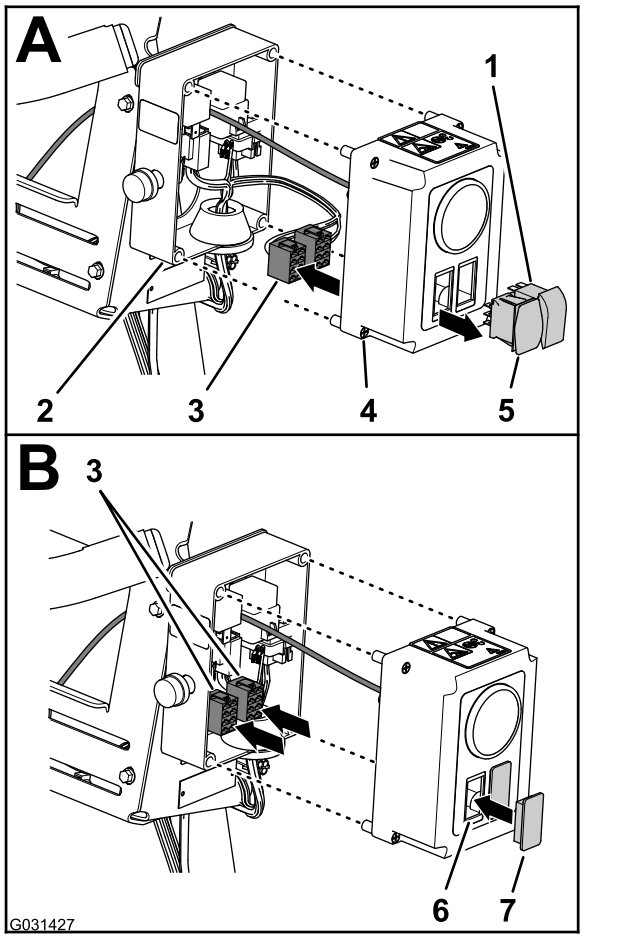
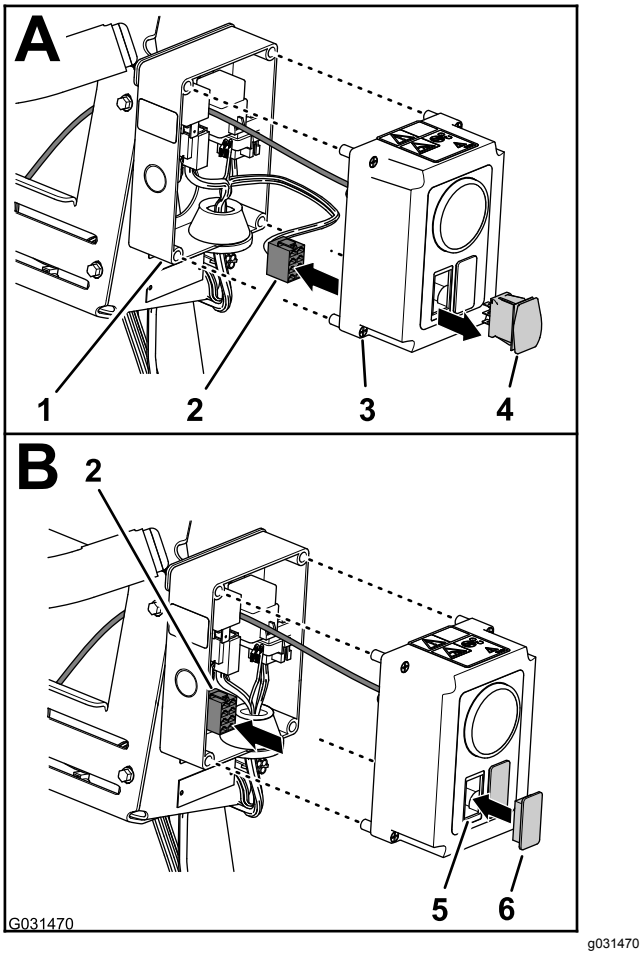

Figur 15
Figur 16
1. Ved kontrollboksen for elektrisk slangetrommelsett løsner du helt de fire dekselskruene som fester dekselet til bryterskapet og drar forsiktig ut dekselet (Figur 15).
A. Koble de to kontaktene (åtte sokler) for reléskapets ledningssats fra trykkontroll-bryteren og på/av-bryteren (Figur 15).
B. Før de to kontaktene (åtte sokler) inn i reléskapet (Figur 15).
C. Klem sammen låsetappene på de to bryterne og trykk bryterne ut av dekselet for reléskapet (Figur 15).
A. Koble kontakten med åtte sokler i ledningssatsen for reléskapet fra trykkontroll-bryteren (Figur 16).
B. Før kontakten med åtte sokler inn i reléskapet (Figur 16).
C. Klem sammen låsetappene på bryteren, og trykk bryteren ut av dekselet for reléskapet (Figur 16).
3. Innrett bryterpluggen(e) etter åpningen(e) i dekselet der du fjernet bryterne (Figur 15 og Figur 16).
4. Sett bryterpluggene inn i dekselet til pluggene kobles inn i dekselet (Figur 15 og Figur 16).
5. Plasser dekselet på reléskapet og fest dekslet til skapet med de fire dekselskruene (Figur 15).